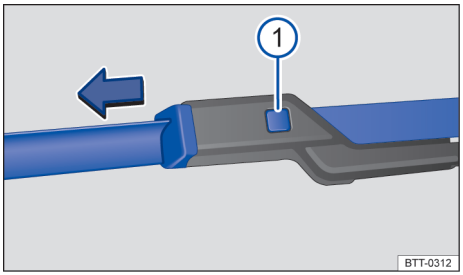

Fig. 104 Substituir as palhetas dos limpadores do para-brisa.
– Manter o botão de destravamento → Fig. 104 (1) pressionado e, ao mesmo tempo, retirar a palheta do limpador do para-brisa no sentido da seta.